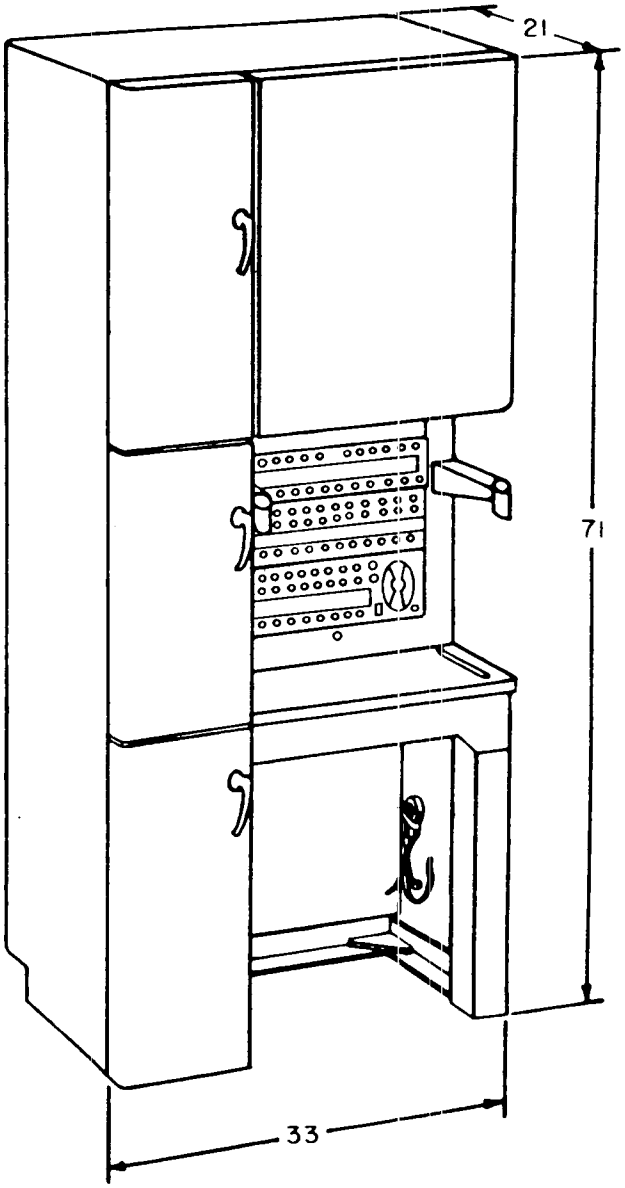
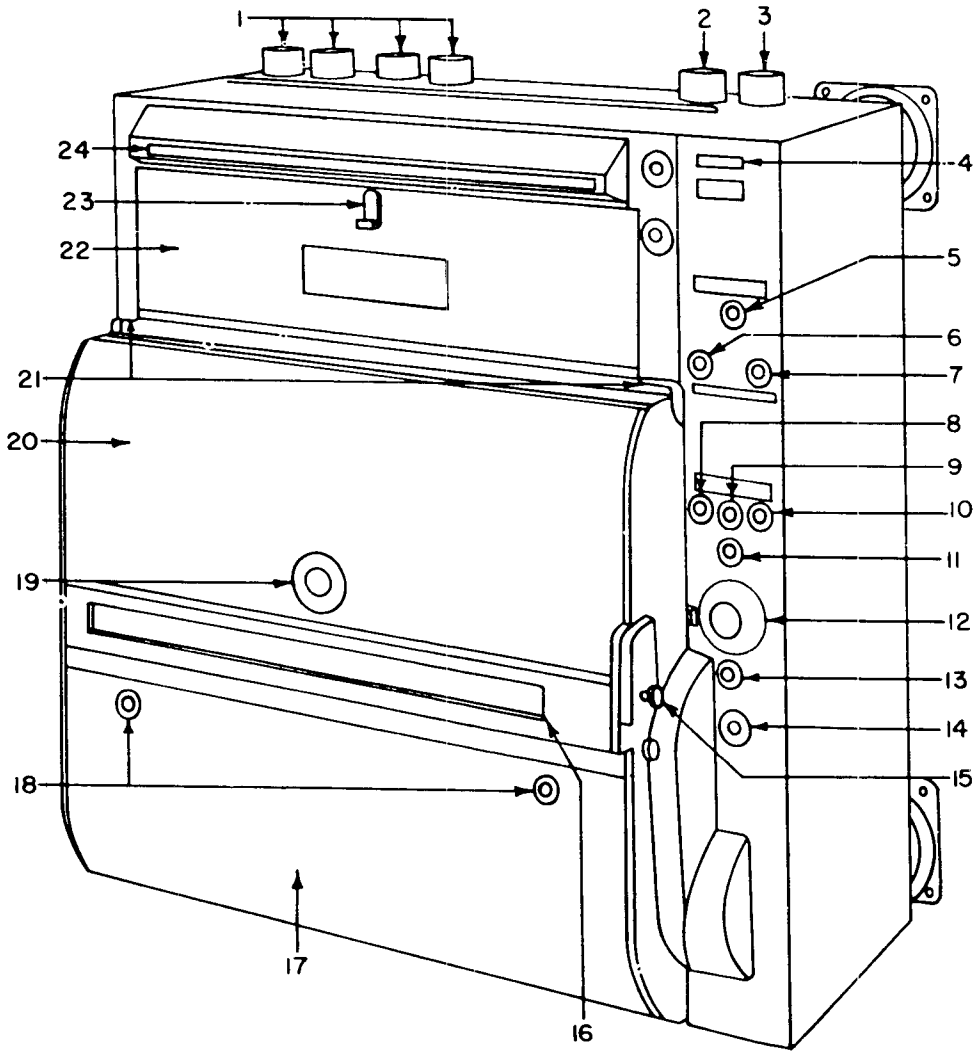

*Figure 22. Event recorder and switchboard cabinet assembly.*
*Figure 23. Event recorder panel.*
*i. Event Recorder and Switchboard Cabinet Assembly.* This assembly is located to the right of the battery control console assembly and against the curbside wall. The event recorder automatically records certain events prior to and after the firing of a round until the missile is detonated. The battery control switchboard is the terminus for all communications lines coming into and leaving the battery control trailer. Figure 22 shows the entire assembly. Figure 23 and table XIV show the controls and indicators on the event recorder subassembly panel.